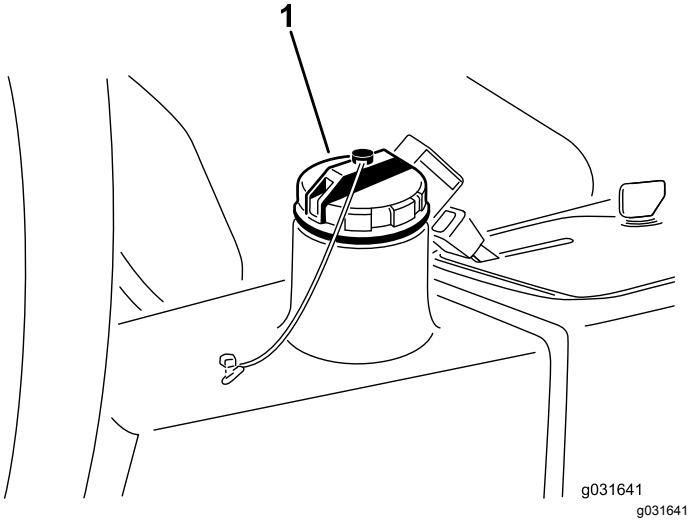

Figura 62
2. Pulite attorno al collo del bocchettone e del tappo del serbatoio idraulico (Figura 62).
3. Togliete il tappo del serbatoio idraulico (Figura 62).